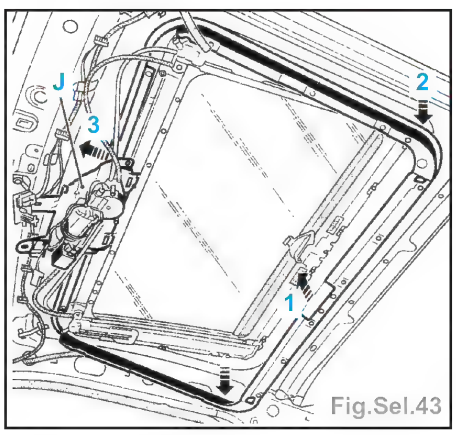

Fig.Sel.43
- Pour déposer la cassette de toit, il faut suivre la procédure suivante (Fig.Sel.43) :
• soulever la cassette de toit (1) dans sa partie AR et dégager le contre-cadre (2) et (3) de son logement sous la platine support moteur (J).